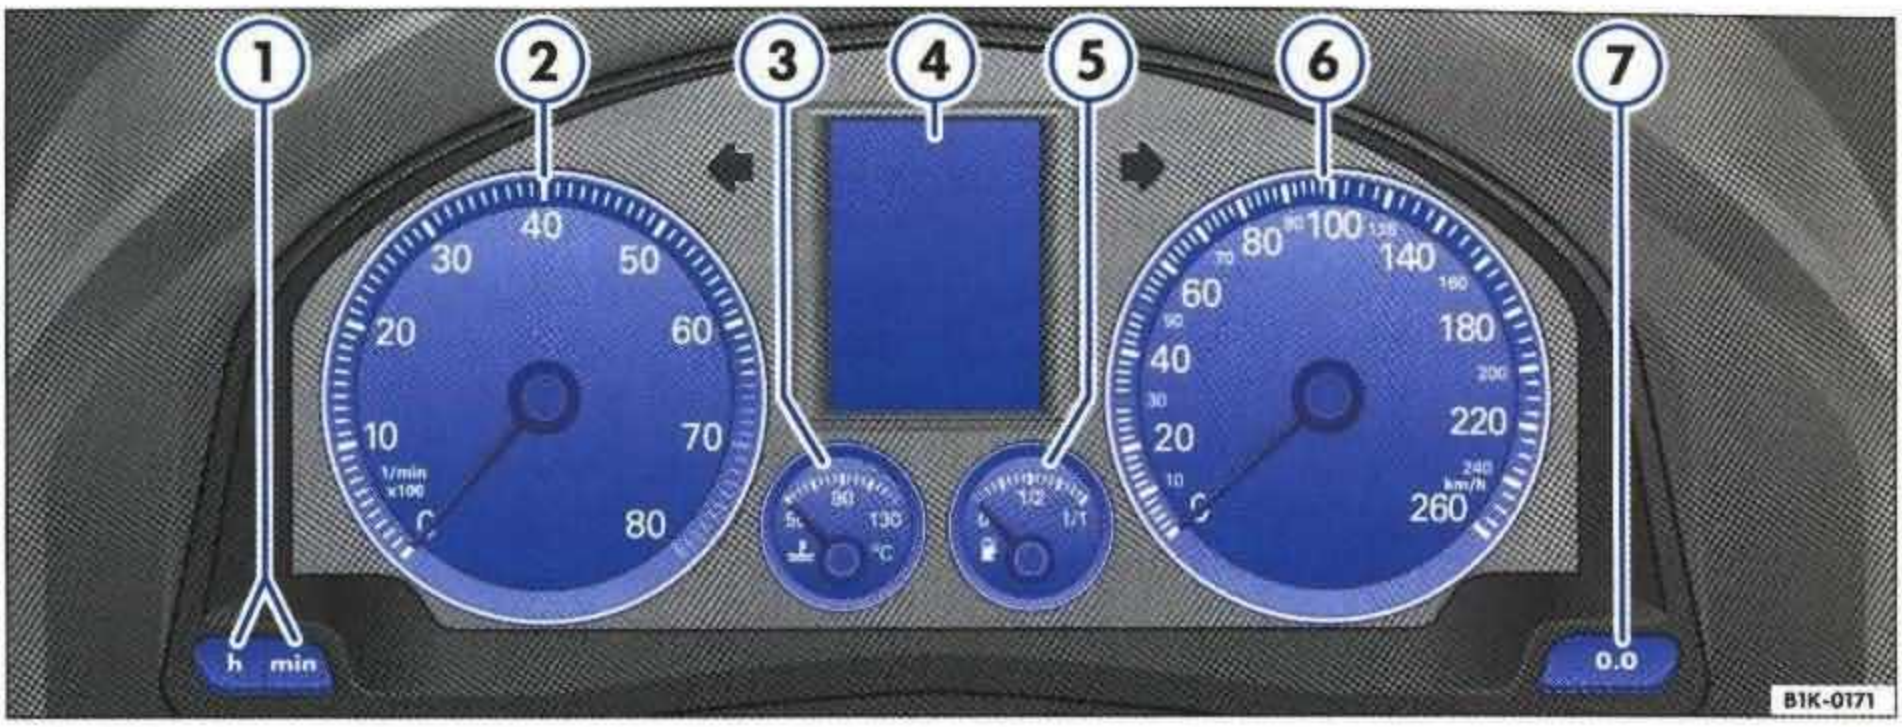

Rys. 3 Fragment tablicy przyrządów: zestaw wskaźników
Początek czerwonego zakresu skali obrotomierza ⇒ strona 9, rys. 3 ②, dla wszystkich biegów oznacza maksymalną dopuszczalną liczbę obrotów dla silnika dotartego i rozgrzanego do temperatury roboczej. Przed osiągnięciem tego zakresu należy włączyć kolejny, wyższy bieg, albo wybrać położenie dźwigni D, albo zdjąć nogę z pedału przyspieszenia.
Licznik z prawej strony ③ rejestruje przebieg okresowy. Ostatnia cyfra licznika okresowego wskazuje odcinki 100-m. Licznik okresowy można wyzerować przez naciśnięcie przycisku [0.0] ⇒ strona 9, rys. 3 ⑦. ◀
Po włączeniu zapłonu, zatrzymaniu silnika i w stojącym samochodzie, w każdej chwili można **odpytać aktualny komunikat o przeglądzie**, naciskając przycisk [0.0] ⇒ strona 9, rys. 3 ⑦ i przytrzymując dłużej, niż przez dwie sekundy.